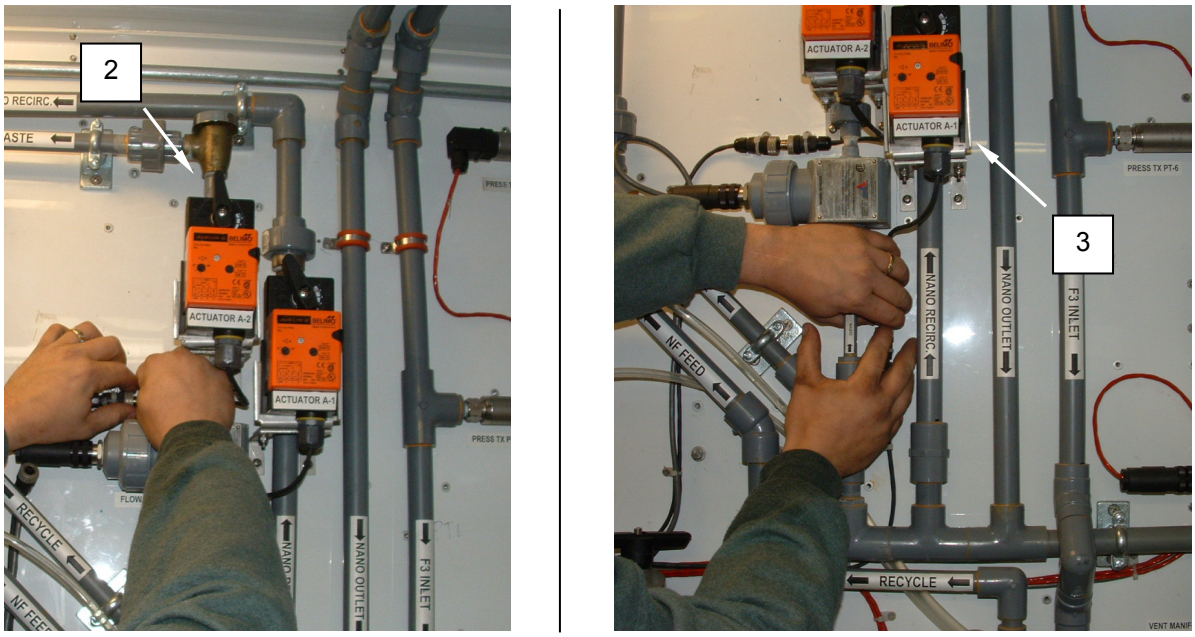

Figure 2. Nanofilter Cleaning Procedure – Disconnect Actuators.
2. Disconnect Actuators A-3 **(Figure 2, Item 2)** and A-4 **(Figure 2, Item 3)**.